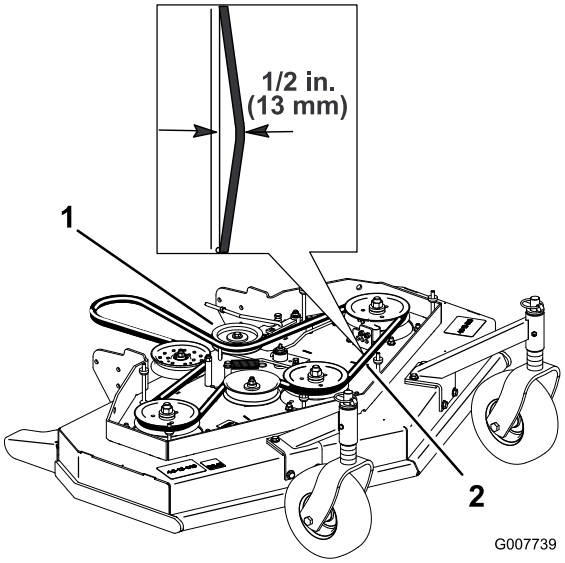

Figur 43
4. Fjern styreremskiven og den slidte drivrem (Figur 43).
Bemærk: Plæneklipperremmens korrekte spænding er 44-67 N med en remafbøjning på 13 mm halvvejs mellem remskiverne (Figur 43).